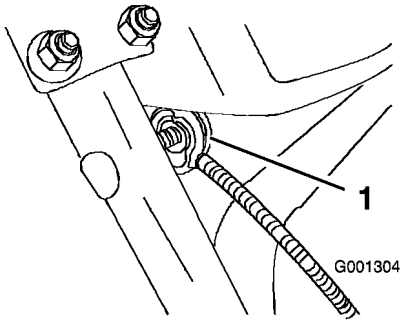

Figur 7
3. Ta bort muttern och brickan från handtaget, fäst kabelklämman på kabeln vid handtaget och dra åt muttern för hand (Figur 7).